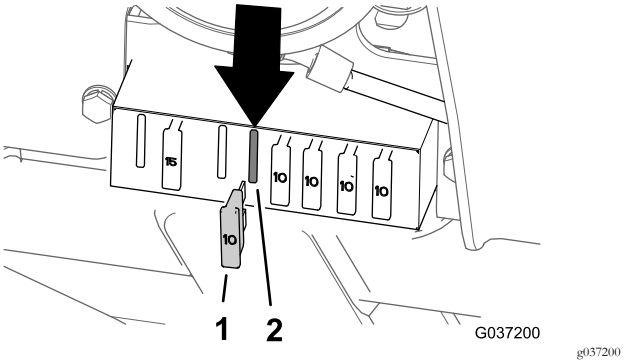

Bild 37
- Modell 30651: 4. Sicherungseinschub von links (Bild 37)